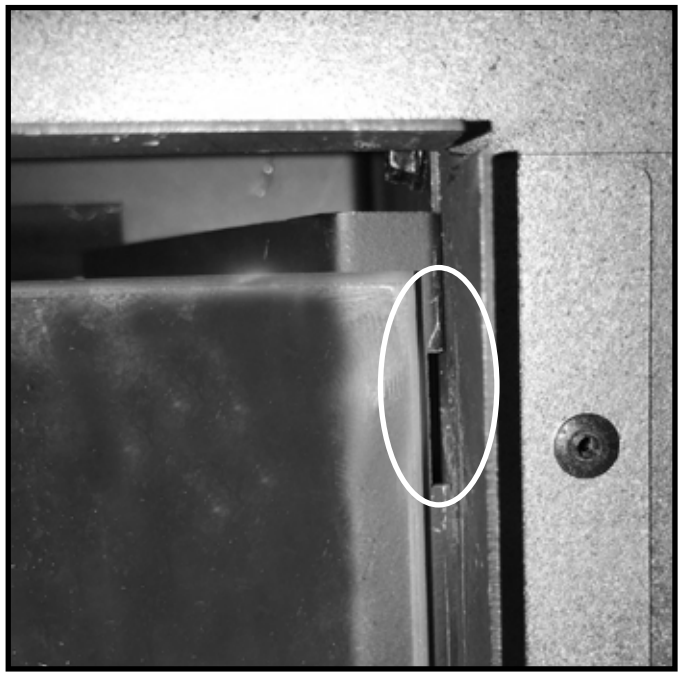
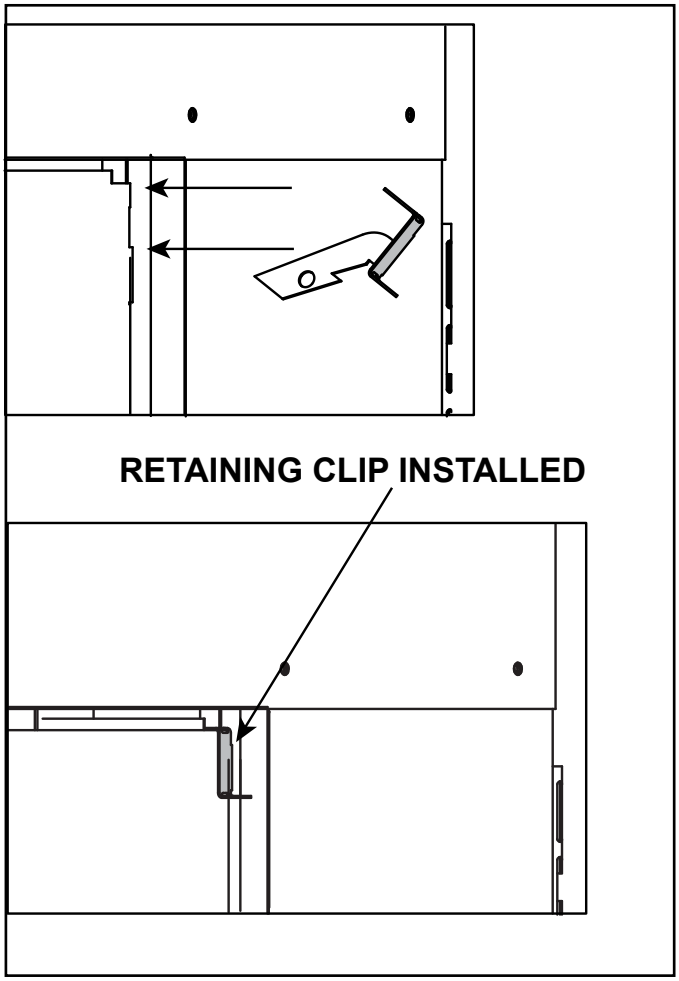

Figure 4.15 Slot for Barrier Glass Retaining Clip (Right Side Shown)
Figure 4.16 Barrier Glass Retaining Clip Installation (Right Side Shown)
2. Remove barrier glass retaining clips on left and right sides by gently pulling up and rotating outward. See Figure 4.16.
4. Install the SafeSurface glass retaining clips by placing the bottom of the clip into the slot shown in Figure 4.15. Rotate the top of the clip up into position as shown in Figure 4.16. Repeat on both sides of the appliance.